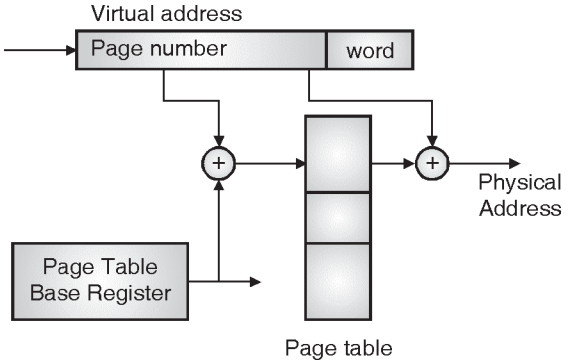

Fig. 5.12.3: Paging mechanism
- Fig. 5.12.3 shows how the address translation takes place.